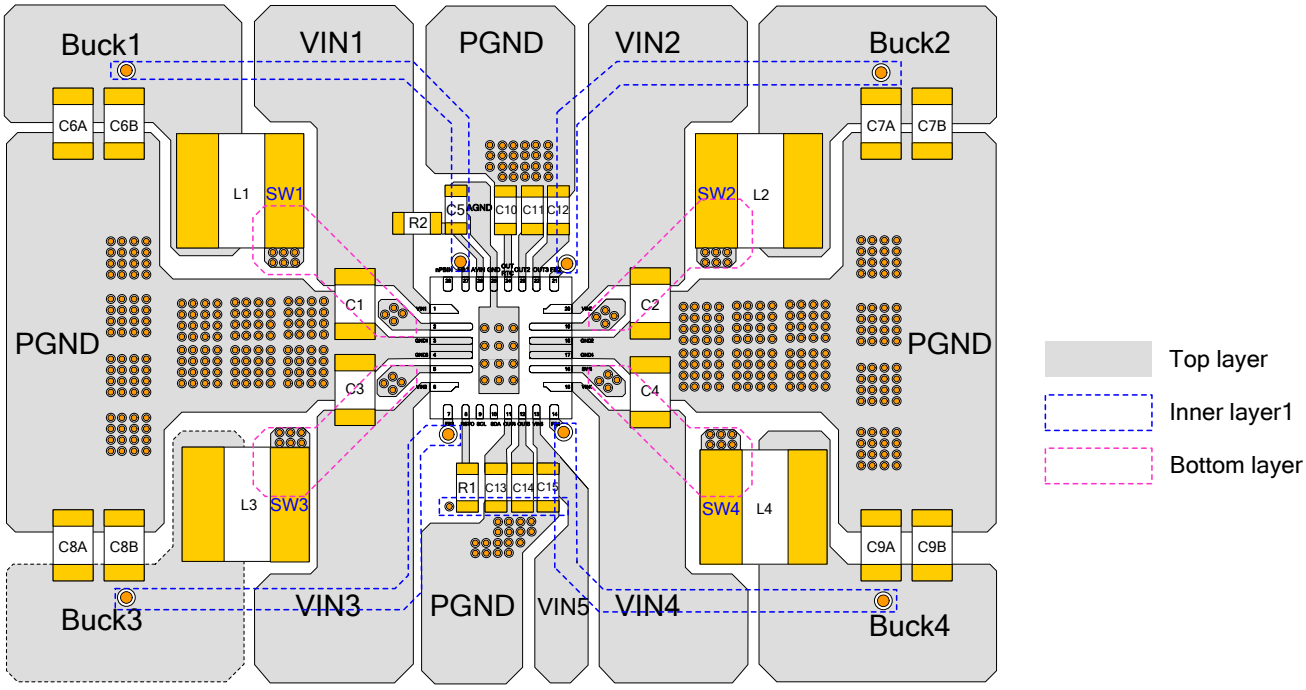

Figure 14: Recommended Layout (13)
効率的な PCB のレイアウトは、安定した動作のために非常に重要です。ベストパフォーマンスのためには 4 層基板を推奨します。また、図 14 と下記のガイドラインを参照ください。
12) 推奨レイアウトは 35 ページの図 14 を元にしています